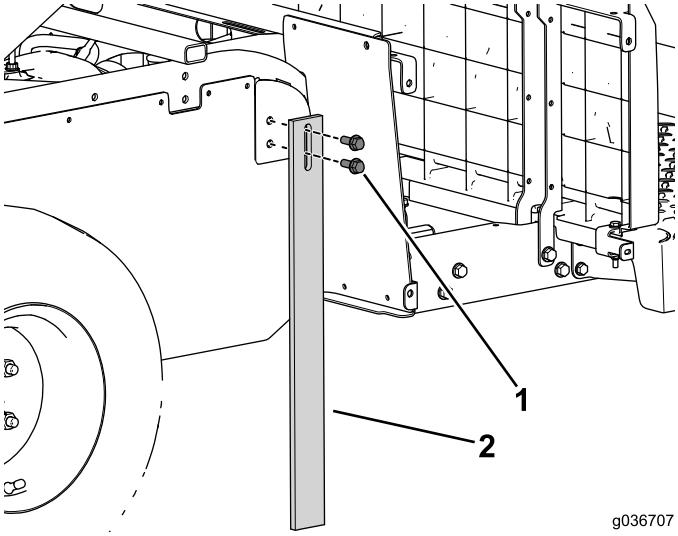

Figure 62
1. Install the support leg to the machine (Figure 62).